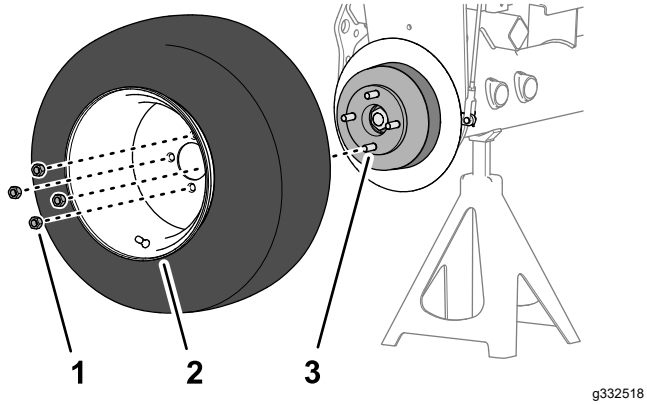

Figuur 76
1. Monteer het wiel aan de naaf met de 4 wielmoeren (Figuur 76) en draai de wielmoeren met de hand vast.